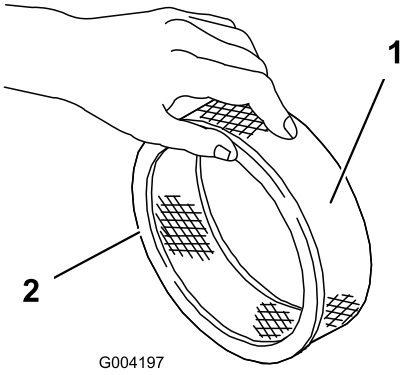

Figuur 19
5. Controleer het filterelement op scheuren, een vettig oppervlak of beschadiging van de rubberen afdichting (Figuur 19).
1. Schuif voorzichtig het schuimfilter van het papierfilter (Figuur 19).